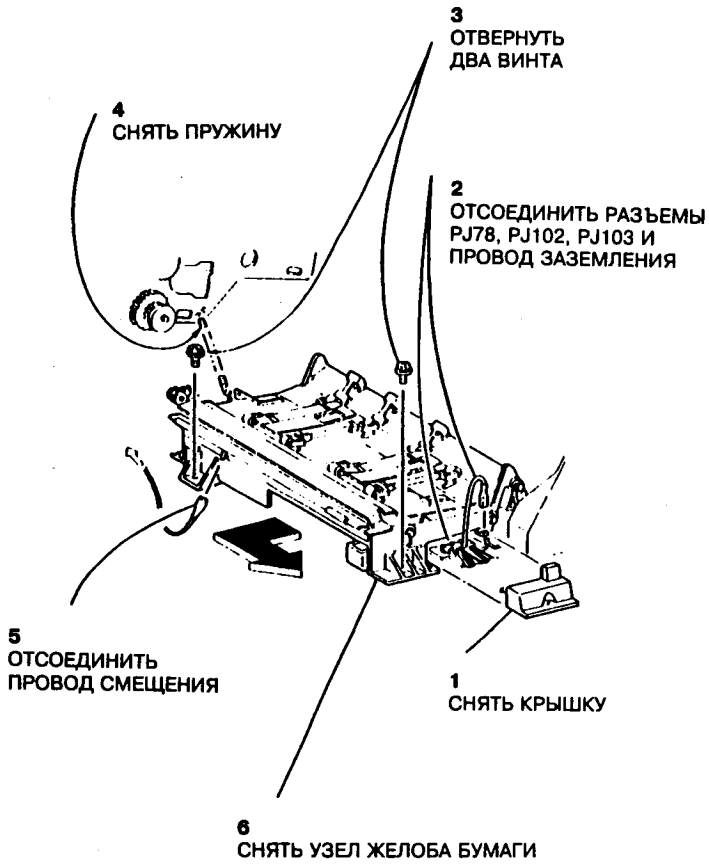

Рис.1 Снятие узла желоба бумаги
4. Снять узел желоба бумаги (рис.1).